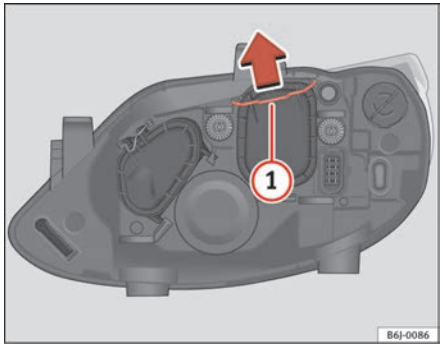

Fig. 133 Dipped head-lights
– Remove the loop ⇒ fig. 133 (1) in the direction of the arrow and remove the cover.